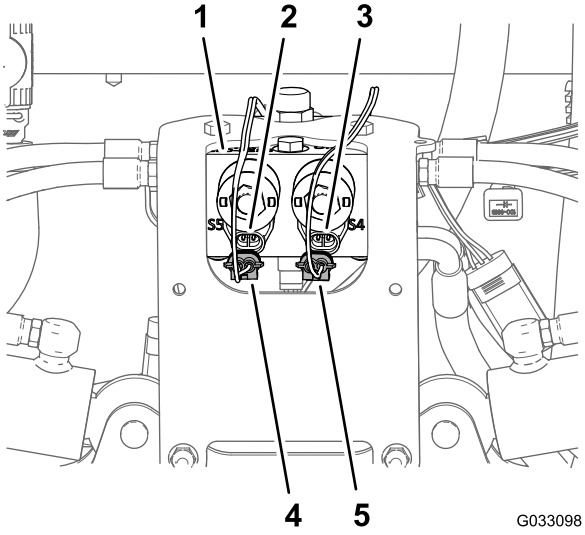

Figur 16
1. Koppla loss Sonic Boom-kablagets kontakt med två stift från elektromagnetens kontakt med två stift som aktiverar den högra cylindern och sitter på lyftcylinderns grenrör (Figur 16).
2. Koppla loss Sonic Boom-kablagets kontakt med två stift från elektromagnetens kontakt med två stift som aktiverar den vänstra cylindern och sitter på lyftcylinderns grenrör (Figur 16).